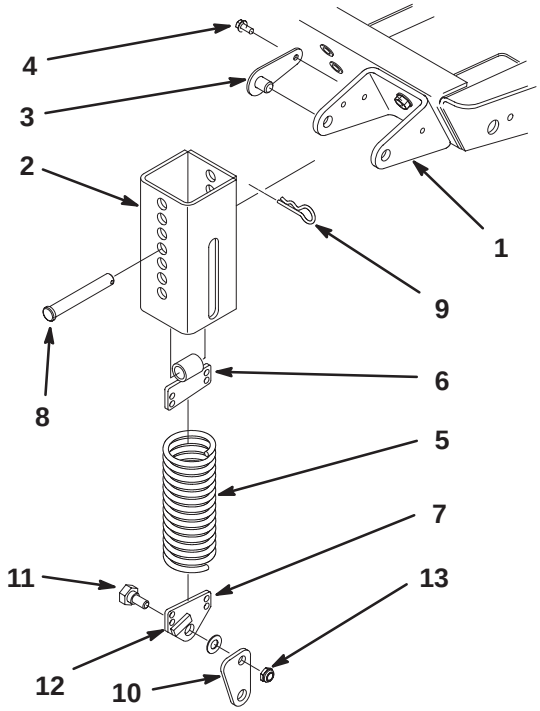
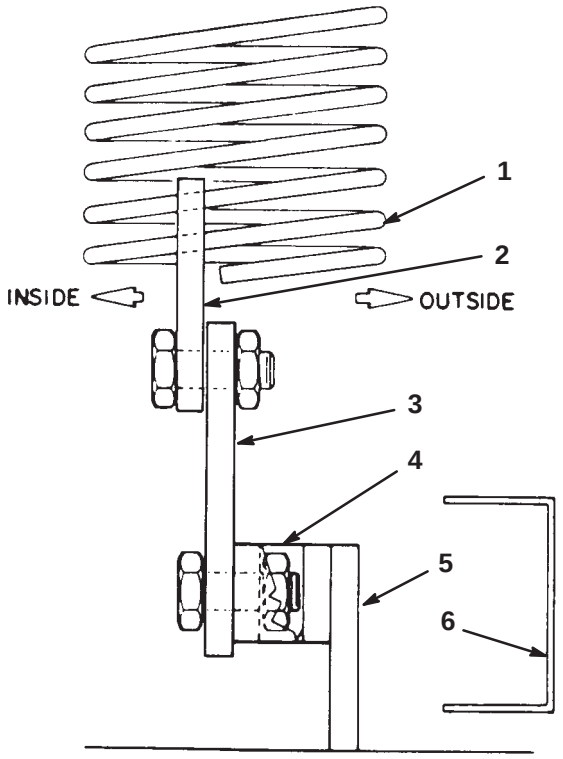

Figure 9
Figure 11
4. Thread the top extension spring coil into the top spring end holes and the bottom extension spring coil into the bottom spring end holes (Fig. 9).
5. Mount the knee link to the lower spring end with the wide part of the knee link pointing forward and the spring end stop pointing forward. Secure the knee link to the outer side of the spring end (Fig. 11) with a shoulder bolt, washer, and locknut (Fig. 9 and 10).
7. Align the slotted holes in the spring cover (slot toward the bottom) with the mounting bracket holes. Insert the lock pin assemblies into the bracket holes and secure each to the bracket with the self-tapping screws (Fig. 9). Torque the screws to 20 ft.-lb. (27 N·m).
8. From the bottom, insert the spring and top spring end into the spring cover. Select a hole that matches the cutter deck height-of-cut setting; i.e., the top cover hole matches the highest height setting, the bottom cover hole the lowest, etc. Align the top spring end hole with the selected spring cover holes and insert the clevis pin to secure the spring inside the cover (Fig. 9). Secure the clevis pin with a hairpin cotter.